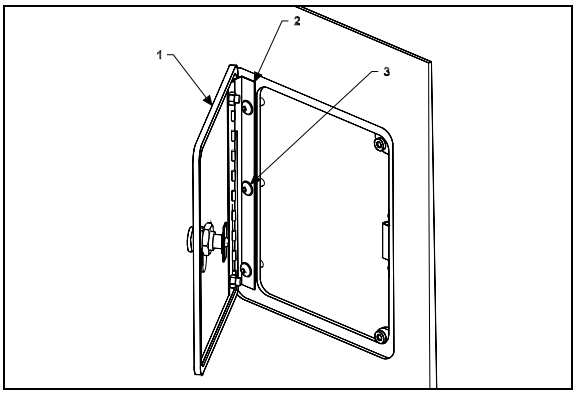

FIGURE 68: FUEL FILLER DOOR 1875003D
1. Open the fuel filler door (1, Figure 68).
2. Loosen the screws (3,Figure 68) holding the panel to hinge (2,Figure 68) assembly.